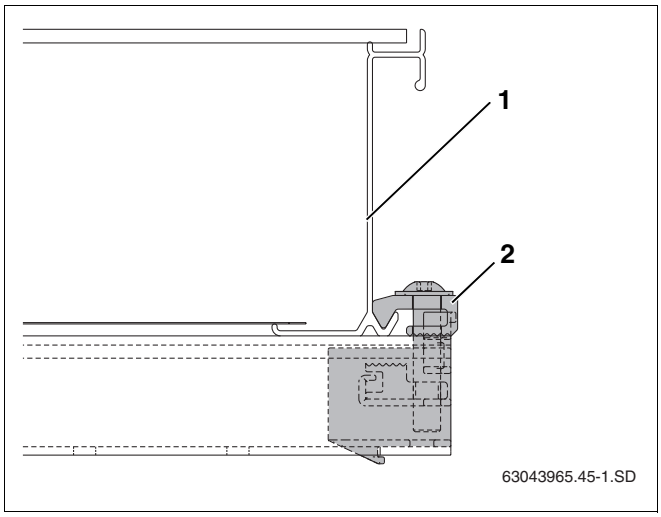

Rys. 44 Przykręcona pojedyncza zapinka kolektora
- Ostrożnie wsunąć kolektor (rys. 44, **poz. 1**) na zapinkę pojedynczą i wypoziomować go.
- Przykręcić zapinkę pojedynczą kluczem SW 5 (rys. 44, **poz. 2**).
Dociskacz (rys. 44, **poz. 2**) zapinki znajduje się teraz pod dolną krawędzią kolektora.